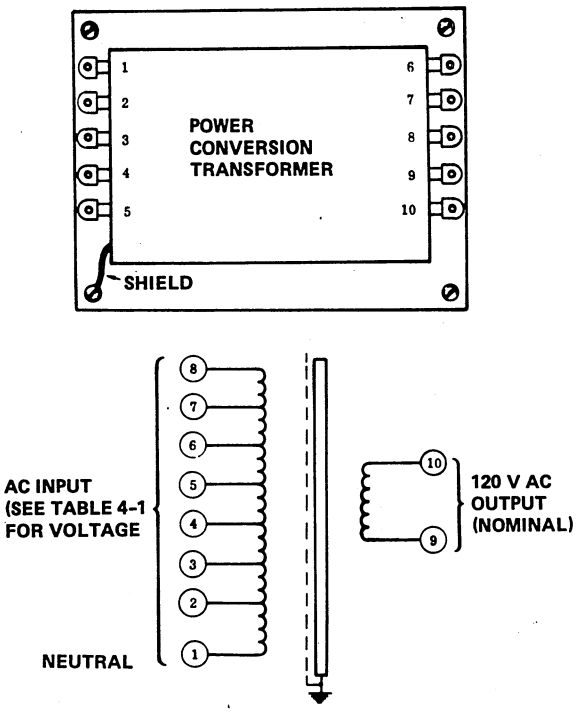

Figure 4-3. Power Conversion Transformer Terminal Identification
†See figure 4-3 for power conversion transformer terminal location.
4. Connect the input power cord to the power conversion transformer terminals and frame as follows (figure 4-3):
5. Connect the output power cords to the power conversion transformer terminals and frame as follows (figure 4-3):